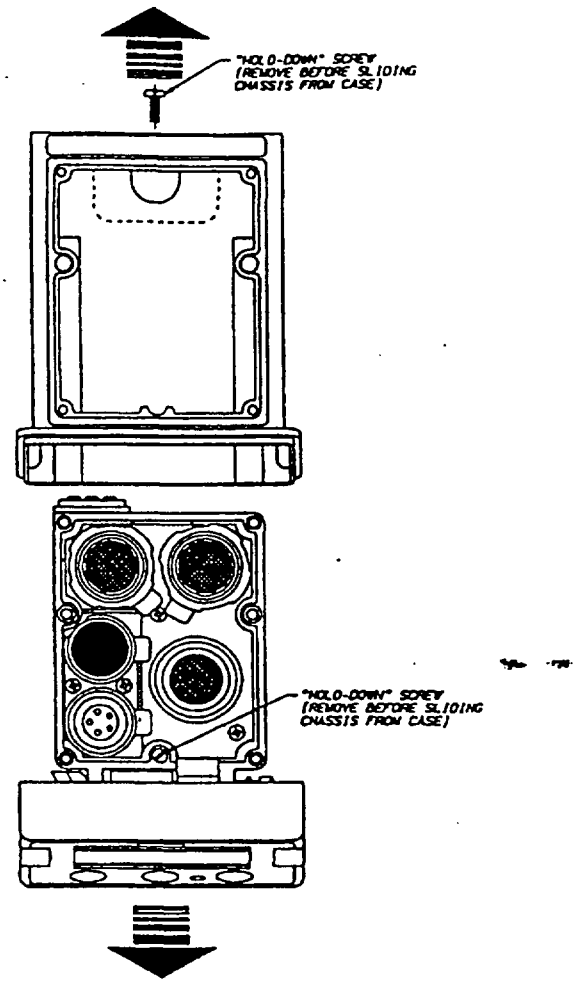

Figure 1-4.
3. While holding the body of the instrument in place, remove the #1 "hold-down" screw (FIGURE 1-4).
4. Remove the rear case #2 "hold-down" screw (FIGURE 1-4).